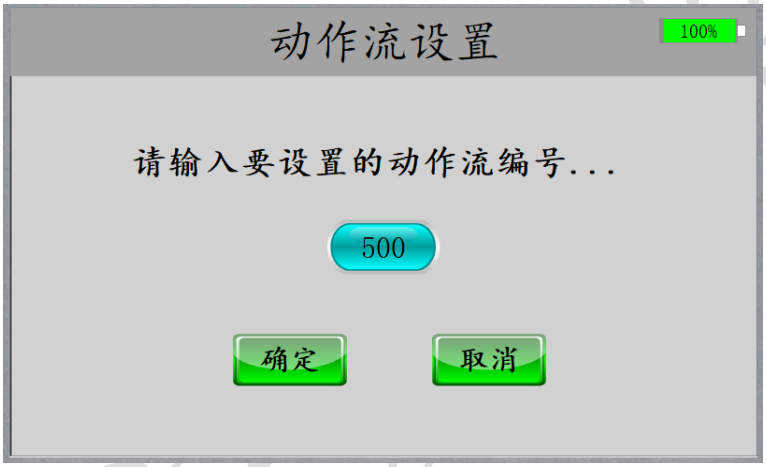

图 4-16 动作流号选择界面
1、 依次点击“触摸屏”上的“地图编辑”->“编辑动作流”会弹出如“图 4-16”的界面，然后输入您将要规划的“动作流编号”，然后点击“确定”按钮，系统当前支持最多【500】条动作流，每条动作流支持最多【100】个功能。